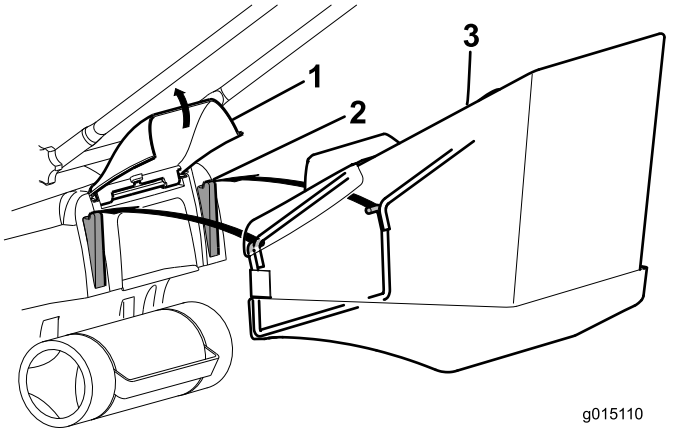
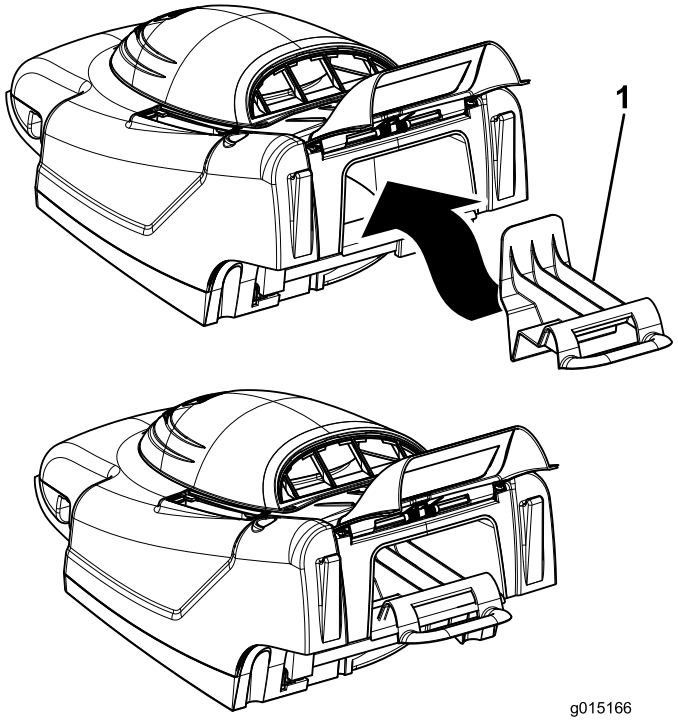

Figur 14
Figur 15
1. Lyft upp den bakre luckan, ta bort mullningspluggen (Figur 15) och montera gräsuppsamlaren på flänsarna (Figur 14).
Obs: Om du vill övergå från uppsamling till återvinning ska du ta bort uppsamlaren och sätta tillbaka mullningspluggen som togs bort i steg 1 (Figur 15).